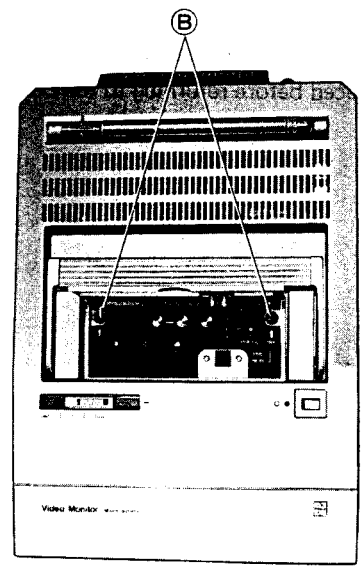

Fig. 2
1. Remove 2 screws Ⓑ as shown in fig. 2.
1. 2 Scharauben Ⓑ entfernen, wie in Abb. 2.